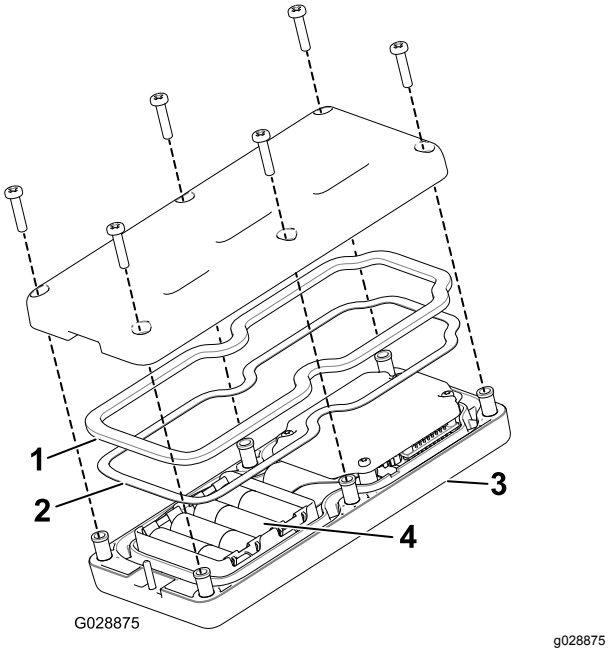

Figur 12
2. Koble hvert batteri til korrekt pol. (Hvis batteriene monteres feil, vil ikke enheten bli ødelagt, men den vil ikke fungere.) Batterirommet har merker for polaritet for hver pol (Figur 12).
3. Kontroller at stålpakningen og gummitetningen er plassert i kanalen på fjernkontrollen og sett på bakdekslet igjen (Figur 12).
4. Fest dekselet med seks skruer (Figur 12) og stram til med et moment på 1,5 til 1,7 Nm.